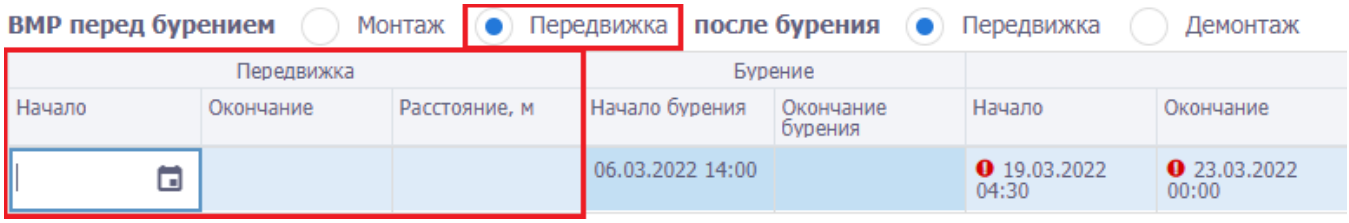

Рис. 3.26
2) Если в блоке «ВМР перед бурением» установлен переключатель «Передвижка» и сняты основные флаги – доступен блок «Передвижка» (с возможностью указать дату и время начала и окончания, и расстояние до 100 м включительно) (рис. 3.26);